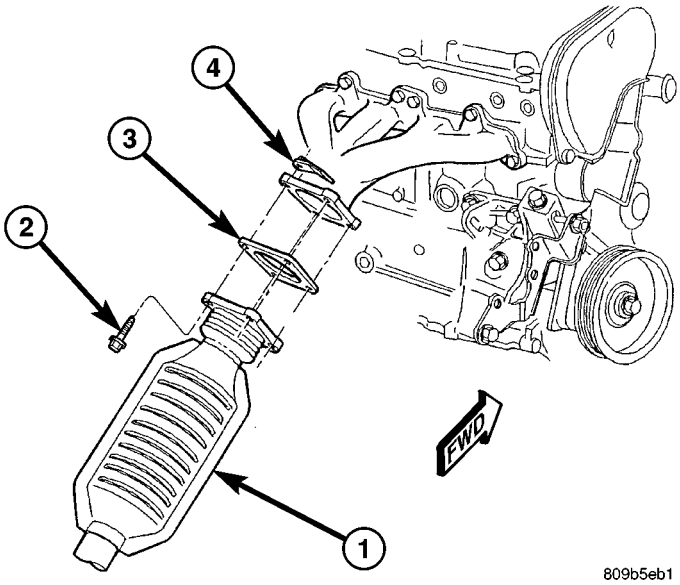
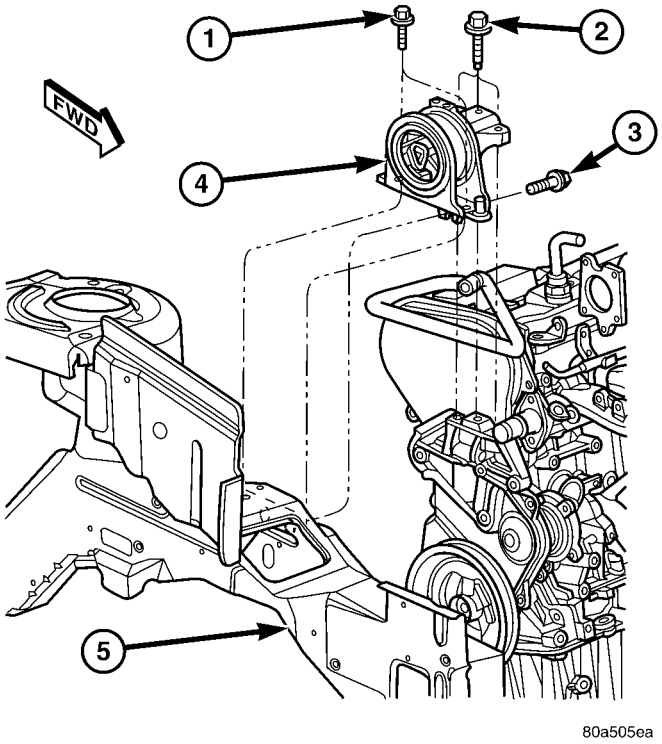
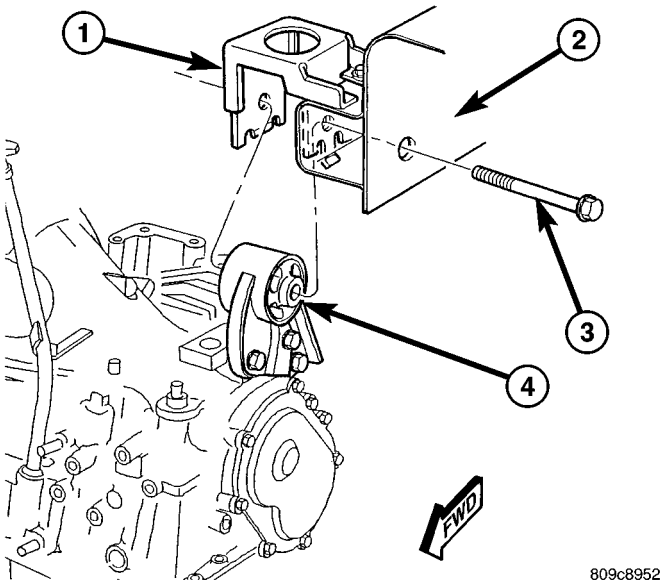

Fig. 7 Catalytic Converter to Exhaust Manifold
Fig. 9 RIGHT MOUNT TO RAIL AND ENGINE
Fig. 10 LEFT MOUNT TO FRAME BRACKET
(21) Disconnect exhaust pipe from manifold (Fig. 7).
(1) Position engine and transmission assembly under vehicle and slowly lower the vehicle over the engine and transmission.
(2) Align engine and transmission mounts to attaching points. Install mounting bolts at the right (Fig. 9) and left mounts (Fig. 10).
(3) Remove safety straps.
(4) Slowly raise vehicle enough to remove the engine dolly and cradle Special Tools 6135 and 6710.
(5) Install rear mount bracket and rear mount through bolt. (Refer to 9 - ENGINE/ENGINE MOUNTING/REAR MOUNT - INSTALLATION)
(6) Install the flex plate to torque converter bolts.
(7) Install structural collar. (Refer to 9 - ENGINE/ENGINE BLOCK/STRUCTURAL COVER - INSTALLATION)
(8) Install front mount bracket and front mount through bolt. (Refer to 9 - ENGINE/ENGINE MOUNTING/FRONT MOUNT - INSTALLATION)
(9) Connect exhaust system to manifold (Fig. 7).